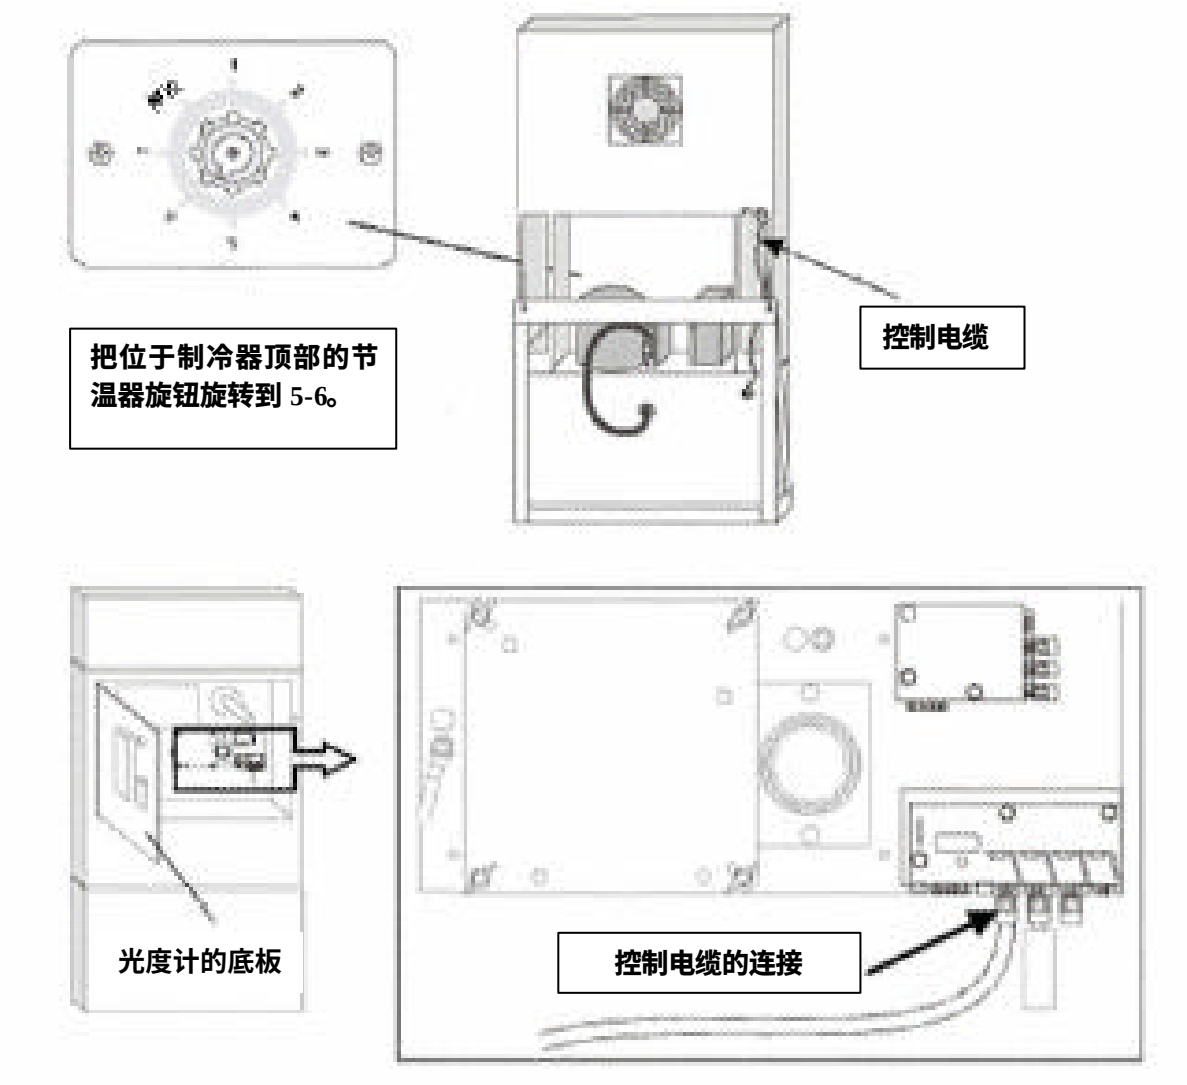

图 4 风扇板
- 把装置接上电源，装置将以显示[+SERVICE]（服务）菜单而启动。 - 开启装置门并拆下透明安全面板。 - 把测量装置电源切断，并把它放在制冷器上（先把节温器旋钮旋转到 5-6），然后把控制阀（位于制冷器的后侧）的控制电缆从测量装置后侧敷设到其环境外壳内（图 3）。 - 拧松光度计的底板螺钉，并向前提起来；连接电缆到位于外壳后壁上的风扇板上（图 4）。